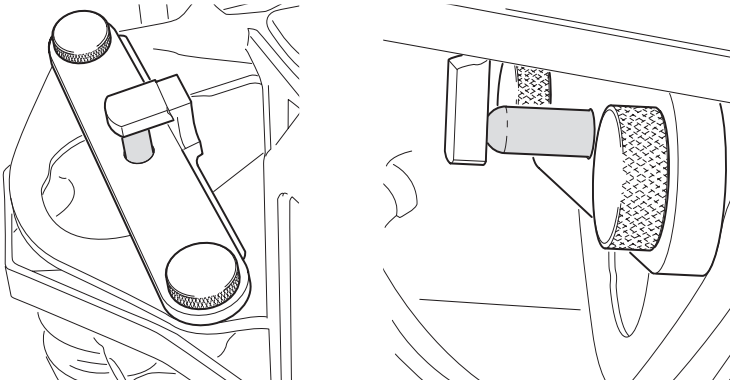

Fig. 2: Dispositivo de ajuste del fabricante del vehículo (n.º de artículo: 930 589 00 23 00)
- Montar el dispositivo de ajuste (fig. 2, izquierda)
- Girar el vástago del taqué hasta que se asiente sin holgura en el dispositivo de ajuste (fig. 2, derecha)